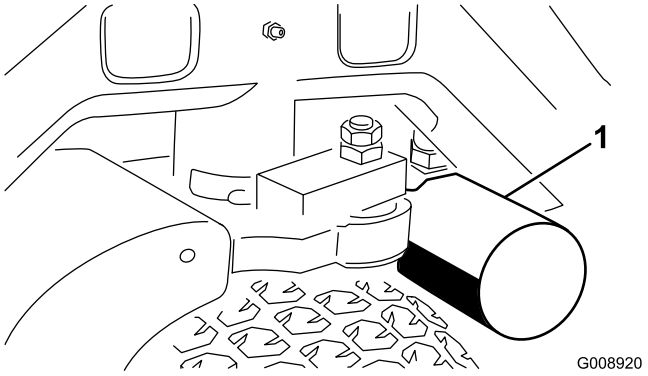
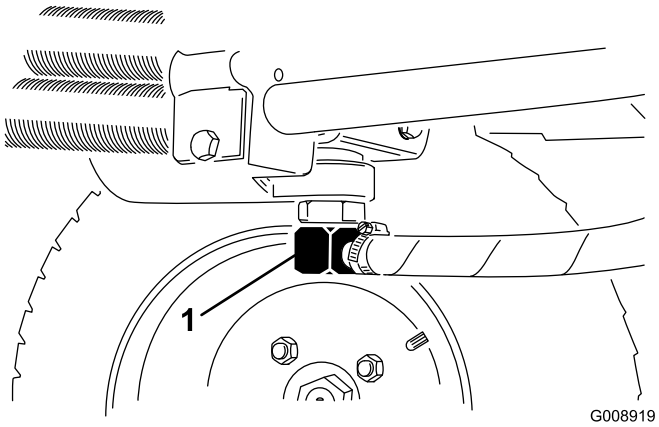

Figuur 56
Figuur 57
3. Reinig de omgeving van de plaats waar het filter wordt gemonteerd. Plaats een opvangbak onder het filter (Figuur 56) en verwijder het filter.
2. Maak de hydraulische leiding (Figuur 57) los of verwijder het hydraulische filter (Figuur 56) en laat de hydraulische vloeistof in een opvangbak lopen. Monteer de hydraulische leiding als er geen hydraulische vloeistof meer naar buiten komt.